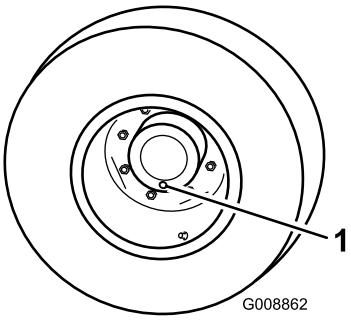

Bild 58
1. Stellen Sie die Maschine auf einer ebenen Fläche ab und positionieren Sie das Rad so, dass sich eine der Prüfschrauben in der untersten Stellung (6 Uhr) befindet (Bild 58).